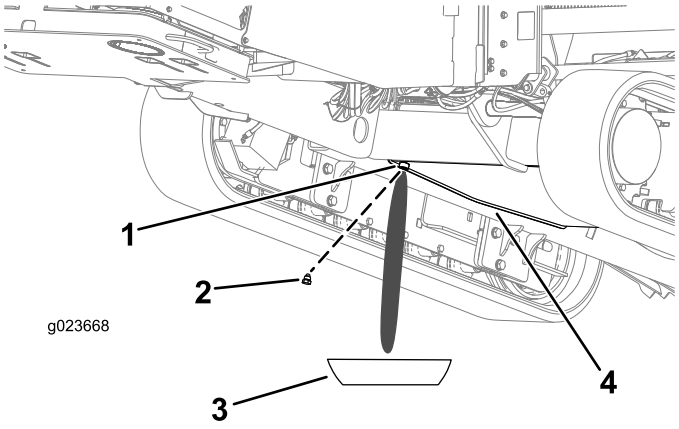

Figure 127
3. Desserrez le bouchon de vidange jusqu'à ce que l'eau et le sédiment s'écoulent (Figure 127).